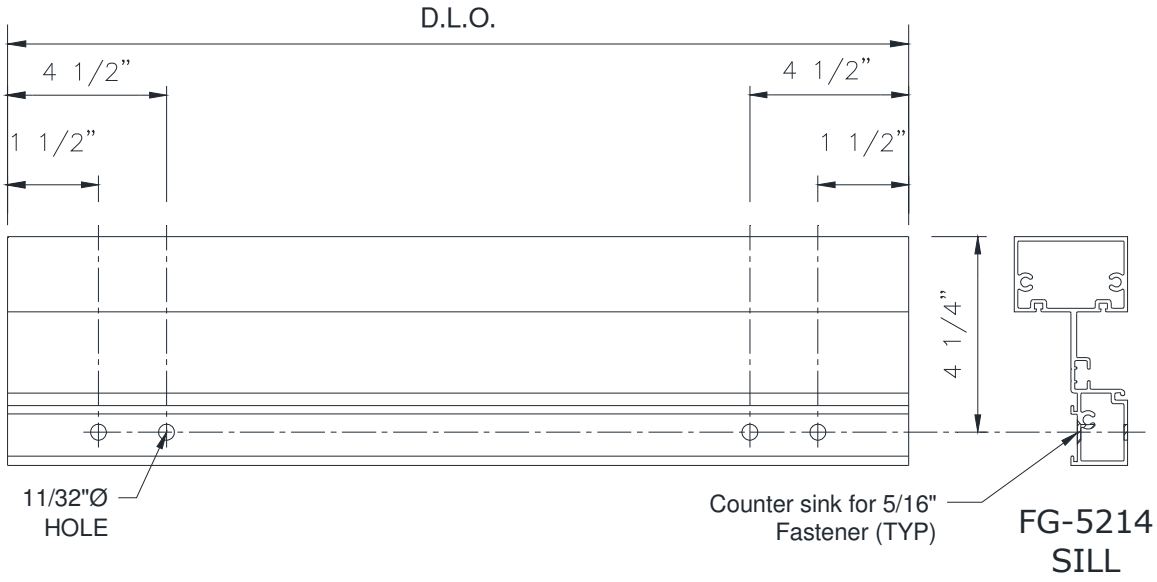

Figure 4: Sill Fabrication
4.1 Prepare Sill by placing pilot holes 4-1/4" from back face of metal, reference *Figure 4* for hole location. Holes should be countersunk and placed 1-1/2" and 4-1/2" from each end.
10.3 Attach Horizontals to Verticals using FS-8 (#14 x 1" STS Spline Screws). Trim excess sealant tape at joints with razor knife. DO NOT PULL TAPE TO TRIM. See *Figure 4* (page **Error! Bookmark not defined.**) for hole prep locations.